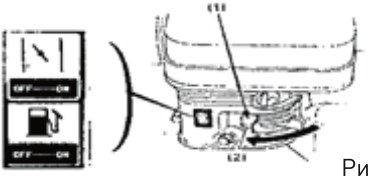

Рис. 7
- Закройте воздушную заслонку (установите рычаг в положение «CLOSE») (см. рис. 7).